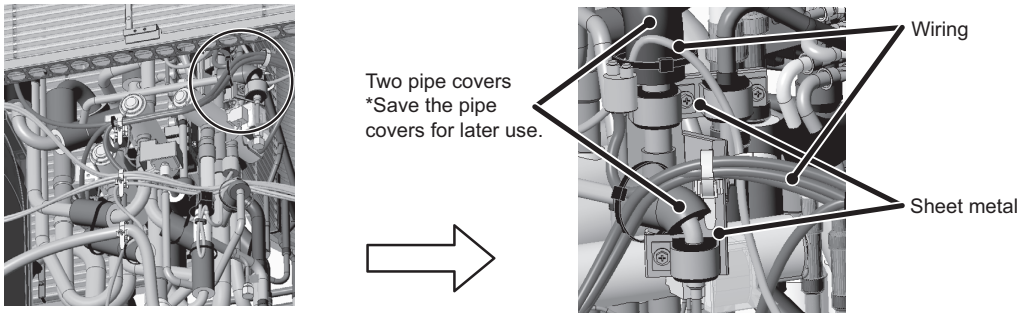

Figure 2
(1) Remove the pipe covers, wirings, and sheet metals. (See Figure 2.)